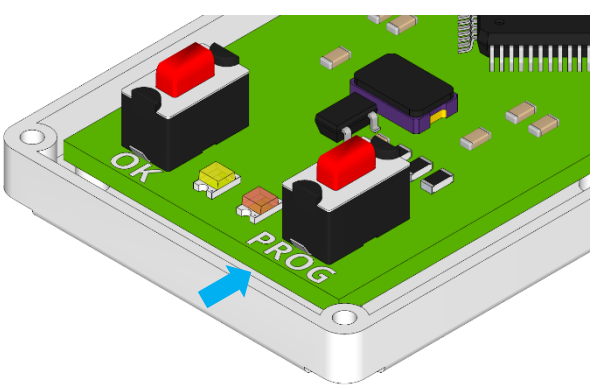

Fig. 1
- Sul rilevatore premere il pulsante PROG e attendere l'accensione del LED GIALLO (fig. 1).